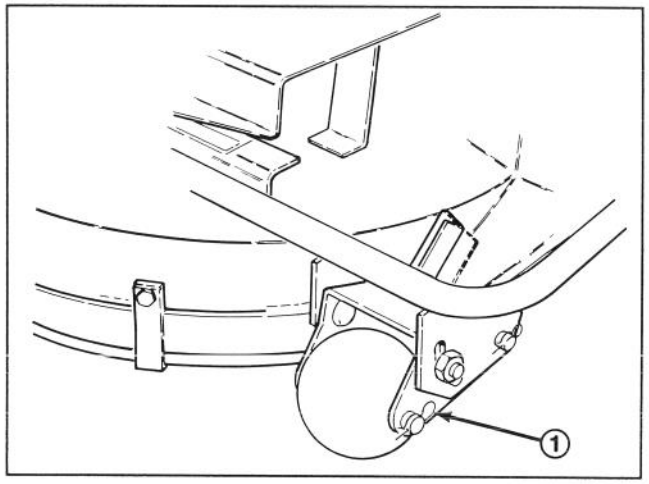

Figure 30
3. Loosen nuts and bolts securing roller bracket to bumper (Fig. 30).